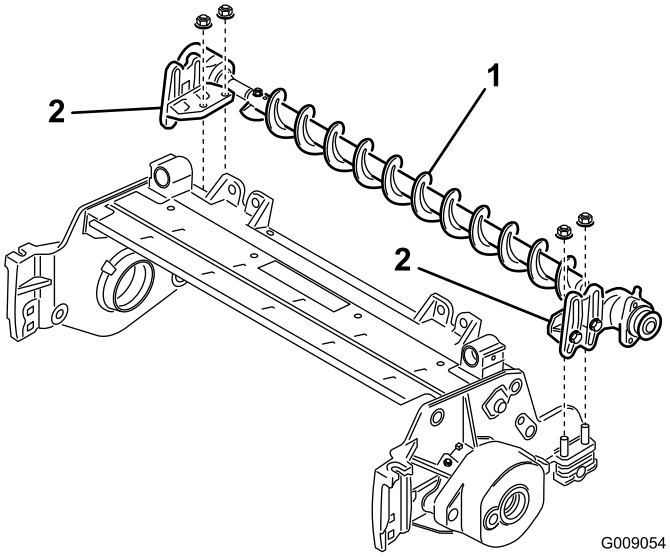

Figur 8
7. Placera rullborstens monteringsfästen på rullfästets skruvar (Figur 8).